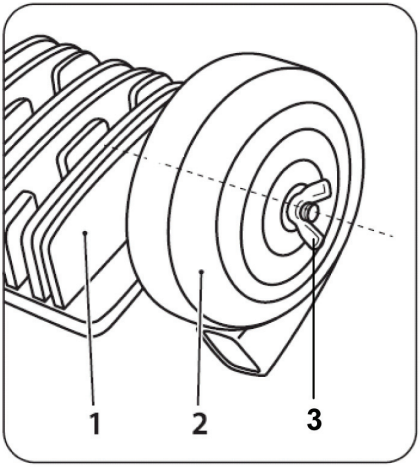

Рис. 8
1.Открутите корпус фильтра 2 (Рис. 8) против часовой стрелки от поршневого блока (1).
2.Открутите гайку (3) крышки корпуса воздушного фильтра и снимите крышку корпуса воздушного фильтра.